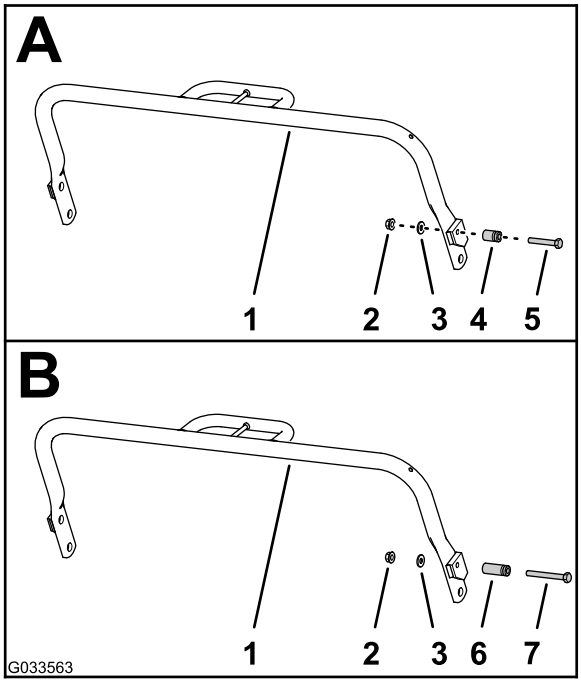

Figur 3
3. Ta bort flänsmuttern, brickan, den befintliga fjäderhållaren (1 tum) och skruven (5/16 x 2 tum) från stödets högra sida (A i Figur 3).
4. Montera den nya fjäderhållaren (1 3/4 tum) på stödet med den nya skruven (5/16 x 2 3/4 tum) som i B i Figur 3.
5. Fäst fjäderhållaren vid stödet med hjälp av flänsmuttern och brickan som du sparade i steg 3 (B i Figur 3).